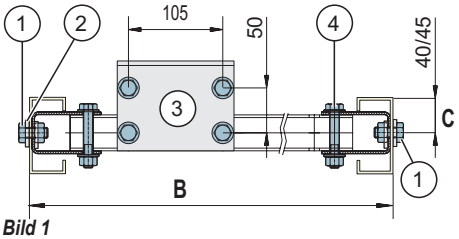

Bild 1
b. Lengte van de traverse instellen (*Bild 1* -**4**) en de positie van de neuswieltraverse controleren